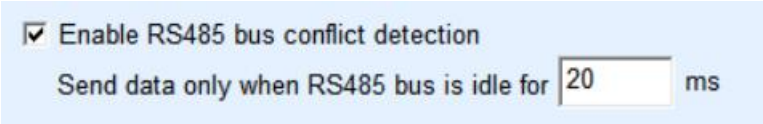

Figure 42 RS485 Conflict prevention idle time
1. Figure 42 shows the RS485 bus collision prevention time. Generally, you can set it to twice the value of Packet Interval in the lower right corner of the parameter configuration page, but the value cannot be less than 20.
At this time, it should be noted that the two check marks "RS485 bus collision prevention time" as shown in Figure 42 and "RS485 command response timeout time" as shown in Figure 41 need to be removed. Otherwise, the preceding forwarding function cannot be implemented.